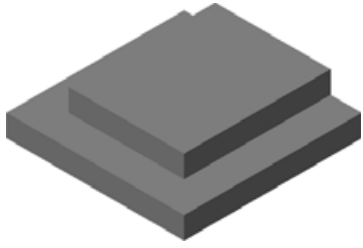

Рис. 5.90
- Переместите указатель ниже на один элемент, под вторым элементом **Приклеить элемент выдавливания:1.** В окне модели добавится соответствующий элемент (рис. 5.90).